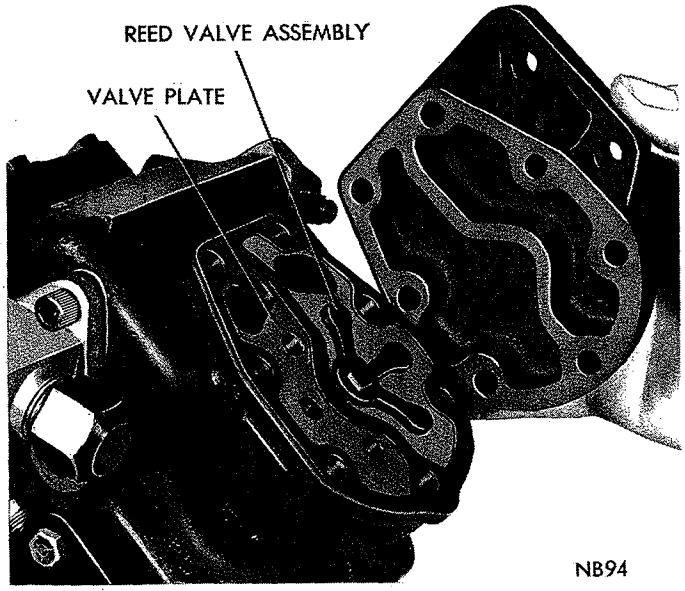

*Fig. 61—Valve Plate—Installed Position*
(1) The valve plate and the cylinder head must be assembled with the reed assembly (Fig. 61).